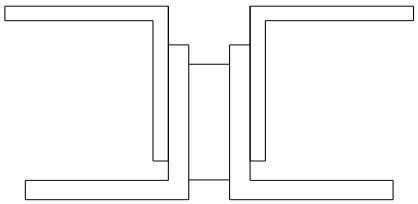

Fig. 2
- **Use 2 - L2x2x¼ angles w/ a ½" spacer plate as shown in Fig. 2.**